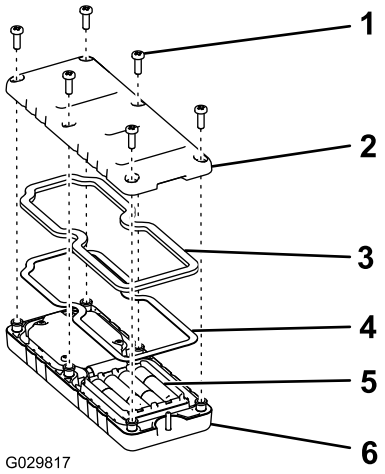

Figur 39
1. Ta bort de 6 skruvarna från baksidan av kontrollen och ta bort luckan (Figur 39).
5. Sätt tillbaka luckan och fäst den med de sex skruvarna som togs bort tidigare (Figur 39) och dra åt dem till 1,5–1,7 Nm.